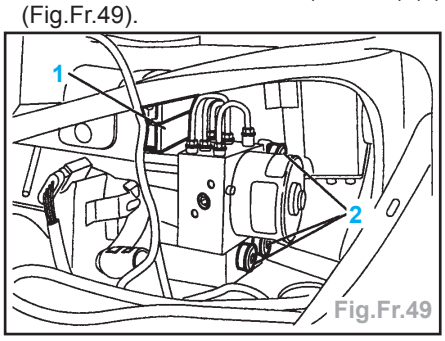

Fig.Fr.49
(1) roue avant gauche
(2) roue avant droite
(3) roue arrière gauche
(4) roue arrière droite
(5) maître-cylindre
- Débrancher le connecteur (**25V.NR**) (1) (Fig.Fr.49).